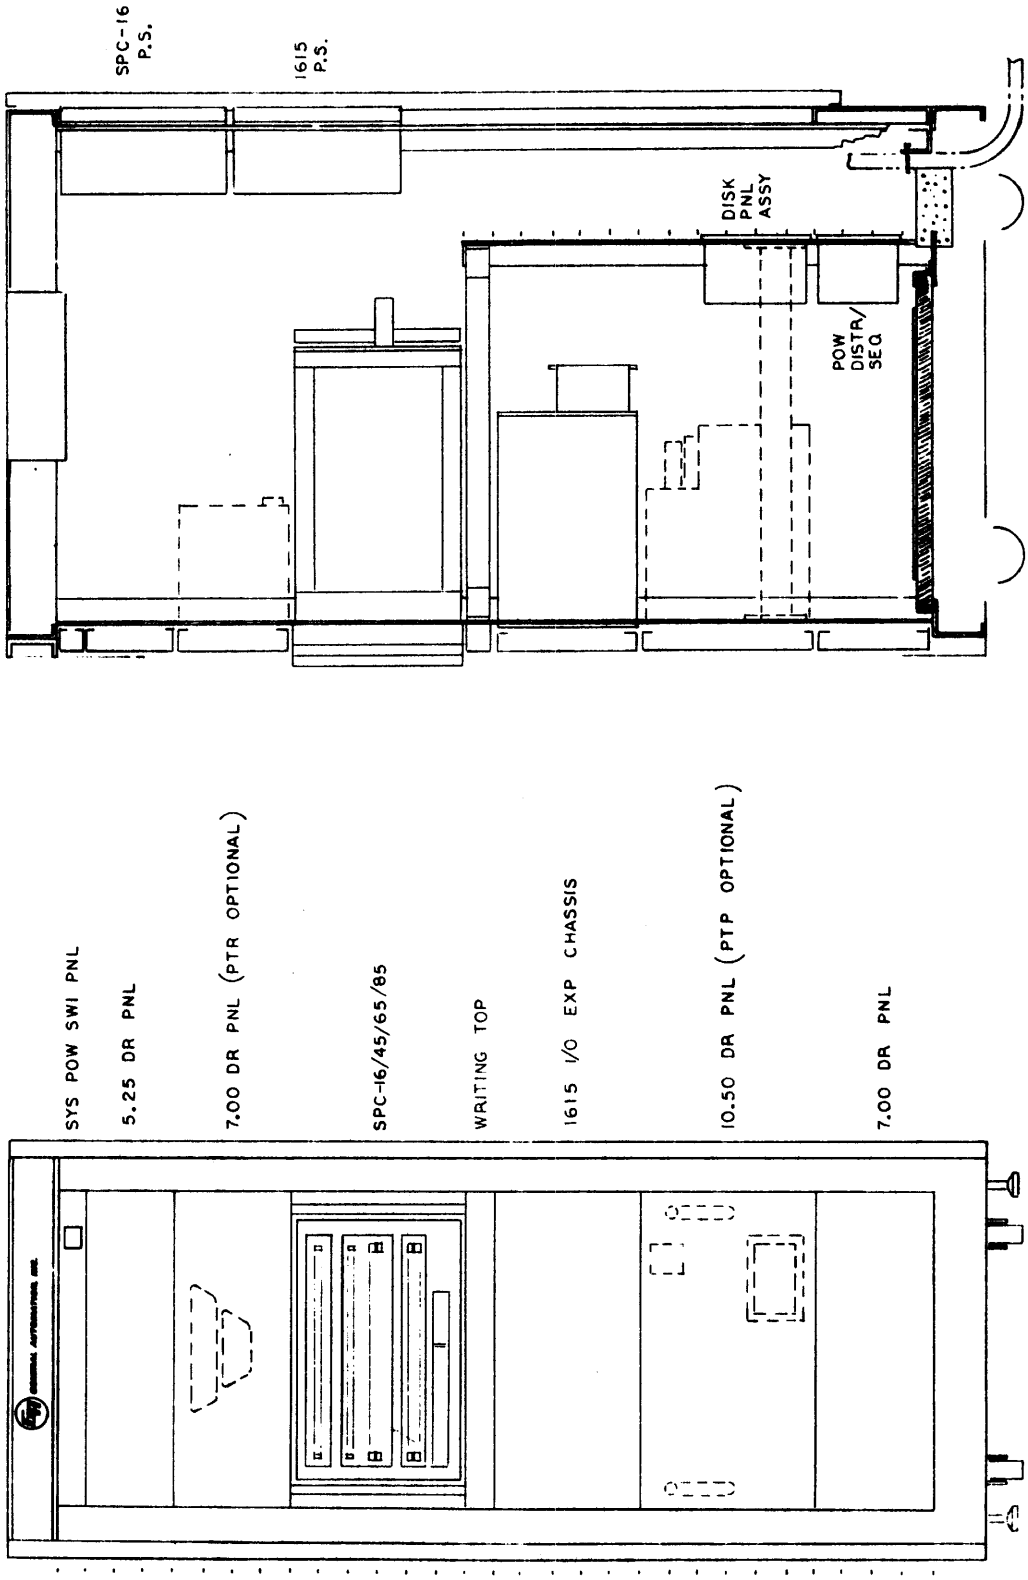

Figure 2-10. 1901 System Enclosure with SPC-16/45/65/85, 1615 I/O Expansion Chassis, Paper Tape Reader (Optional) and Paper Tape Punch (Optional)
- Figure 2-10 shows an SPC-16/45/65/85 mounted with a 1615 I/O Expansion Chassis and optional Paper Tape Reader and Paper Tape Punch.